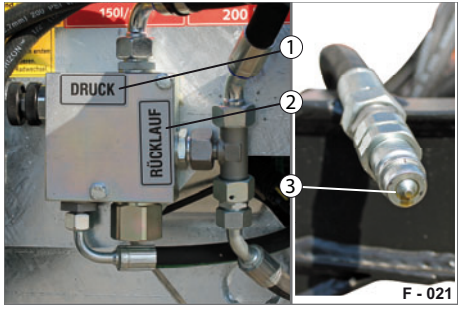

Abb. 28 Hydraulik-Leitungen, anschließen
- ▶ Achten Sie auf saubere Leitungsanschlüsse für Hydraulik (Abb. 28/3).
- ▶ Stecken Sie die beiden Anschlüsse (Abb. 28/1 & Abb. 28/2) in die Anschlussdosen der Zugmaschine - beachten Sie die Kennzeichnung der Anschlüsse.